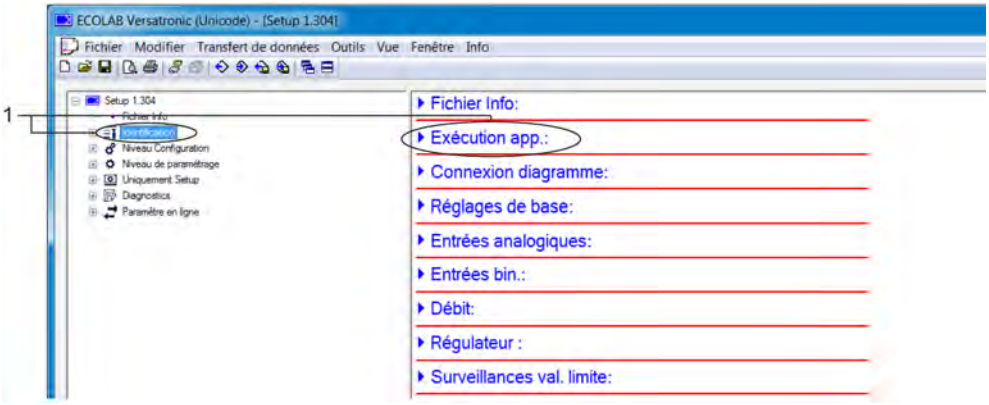

Fig. 98: Aperçu graphique
7. Ici, vous pouvez placer, déplacer et retirer les platines en options souhaitées (Fig. 98 , pos. 1) des emplacements enfichables correspondants (Fig. 98 , pos. 2)
L'histogramme « Bilan énergétique » (Fig. 98 , pos. 4) représente l'échauffement prévisible de l'intérieur du boîtier. La dissipation thermique totale de l'élément de base et du bloc secteur ainsi que des platines en option, de même que l'influence de la température ambiante prévisible (Fig. 98 , pos. 3) sont prises en compte. La petite barre verticale du présent affichage (Fig. 98 , pos. 6) représente la limite à ne pas dépasser.
En cas de dépassement de cette limite, la couleur du pointeur de l'histogramme (Fig. 98 , pos. 5) passe du noir au rouge.